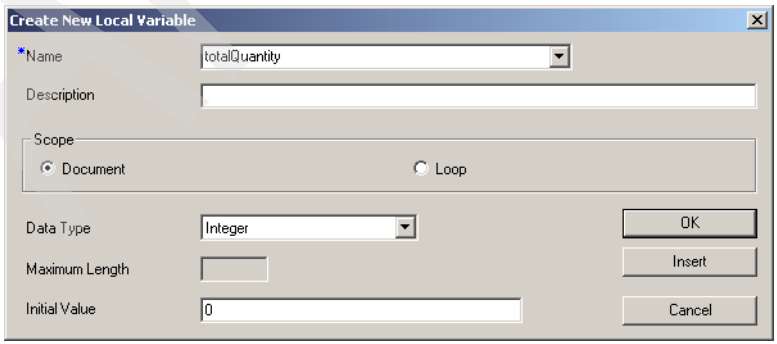

Figure 18-30 Create a local variable for quantity
2. The Create New Local variable window opens (Figure 18-30).